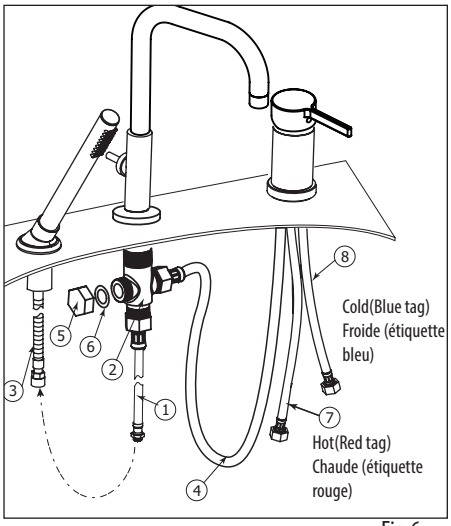

Fig.6
Connect the 1/2" female end of the extension hose (1) (included in box) to the bottom of the faucet shank (2). Then connect the other end of the hose (male connection) to the 3/8" handshower chrome hose end (3). Fig.6.
Raccorder le bout 1/2" femelle du boyau d'extension (1) (inclus dans la boîte) au bas du raccord du robinet (2). Ensuite raccorder l'autre bout (mâle) du boyau d'extension au boyau en chrome 3/8" de la douchette (3). Fig.6.